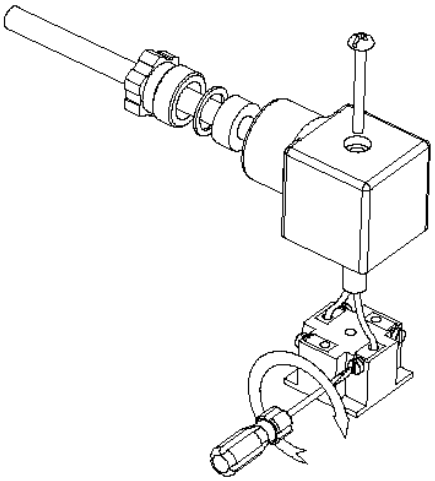

Abbildung 1 – Explosionsansicht Anschluss **Abbildung 2** – Kabelverbindung
Demontieren Sie den Anschluss wie in Abb. 1 und verbinden Sie die Kabel wie in Abb. 2. Setzen Sie den Anschluss wieder zusammen und befestigen Sie ihn am Messumformer.
- Anschluss Demontage (siehe Abb. 1)
- Nullpunkteinstellung (Z)
- Messbereichseinstellung (S)